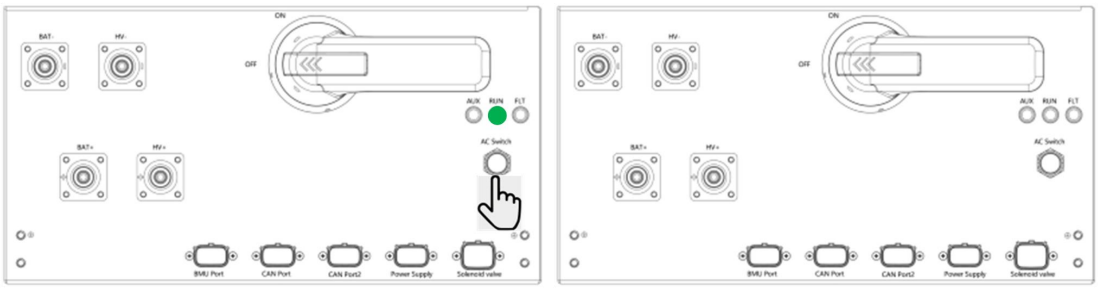

Figure 8- 10 Disconnect 220VAC power supply switch
- On the integrated control panel screen (as shown in FIGURE 8- 7 Use BMS powering off high-voltage box), issue the battery cluster relay disconnection command to the Level 3 BMS, so that each cluster of high-voltage boxes is disconnected (via the relays in the high-voltage box).
- Manually disconnect the isolation switch for each high-voltage box cluster by holding the handle, rotating it 90 degrees counterclockwise from ON to OFF, as shown in FIGURE 8- 8 Manually switch off high-voltage box.
- Disconnect the 220VAC power supply switch for each high-voltage box cluster (locate the AC switch button on the high-voltage box and press it, as shown in FIGURE 8- 9).